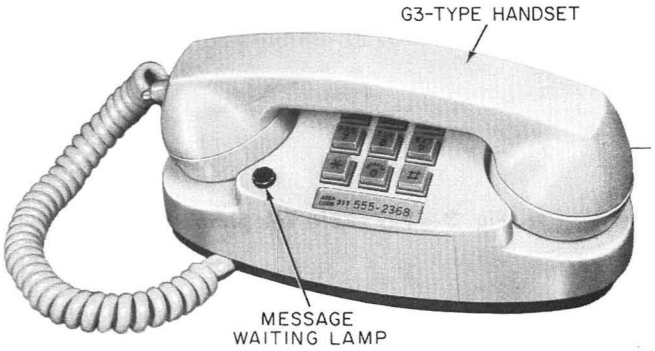

Fig. 1—▶2702D (MD) Telephone Set◀
2.01 The 2702D (MD) or 2702DM (MD) telephone set (Fig. 1 or 2) is equipped with a message waiting lamp and is intended for PBX use.
- ***Message Waiting Lamp:*** 2702D (MD) or DM (MD) set—visual signal, under control of a PBX attendant, indicates a message has been left with the operator (Fig. 1 or 2).